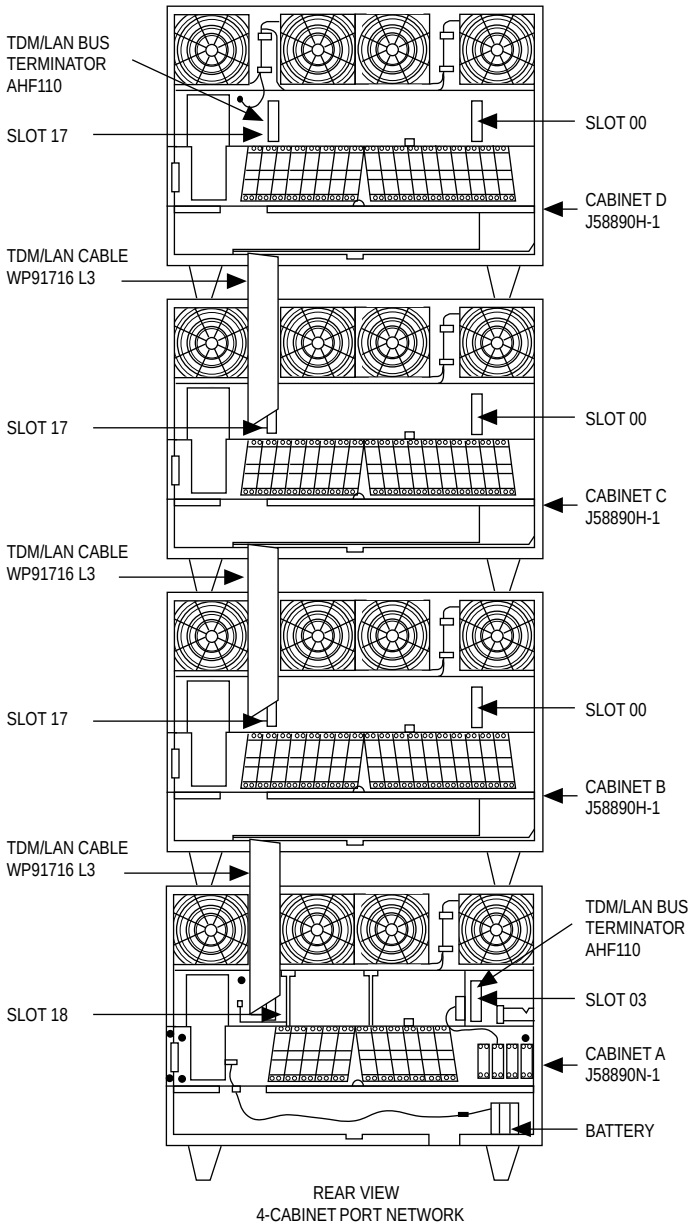

Figure 5-9. TDM/LAN Connections for G3r V4 EPN
a. Verify that the AHF110 TDM/LAN bus terminator is installed on the right side of the control cabinet looking from the back of the cabinet as shown in Figure 5-9.
b. Verify that the AHF110 TDM/LAN bus terminator is installed on the top port cabinet (see Figure 5-9).
1. Route and connect the TDM/LAN cables (see Figure 5-9). If any of the G1 or G3i port cabinets (being upgraded to G3r V4 cabinets) were originally R1V3 port cabinets, use the following steps to route a cable between an R1V3 upper cabinet and cabinet beneath it. Do not run a new cable through the existing slot in the rear shelf of the upper cabinet.